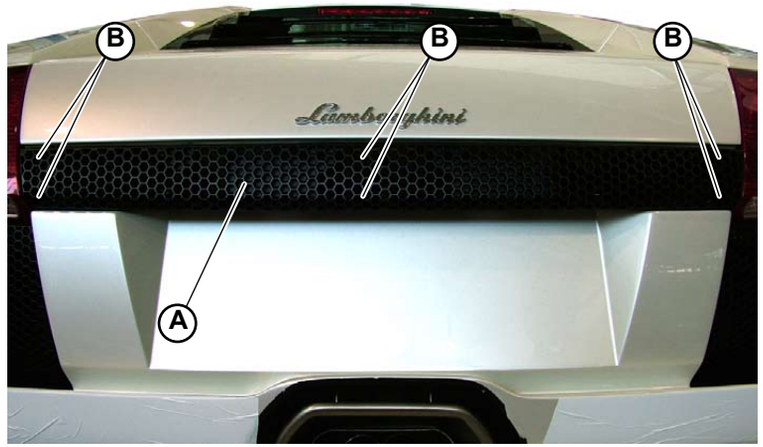

Fig.1
2. Position the central grid (**A-Fig.1**) under the engine hood and fix using the 6 screws (**B-Fig.1**).